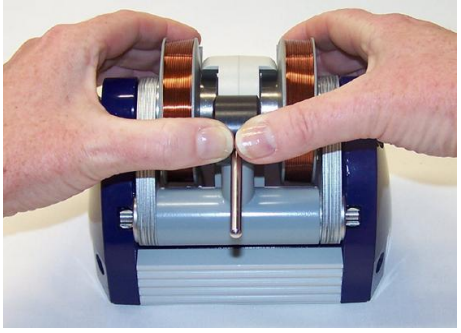

Fig. 7 Entnahme der Magneteinheit aus der Basiseinheit
- Mit den Daumen das Joch fixieren und mit den Fingern die Magneteinheit nach vorne ziehen, bis sich das Joch zwischen den Magneten befindet. Dann komplette Einheit aus der Basiseinheit entnehmen (siehe Fig. 7).